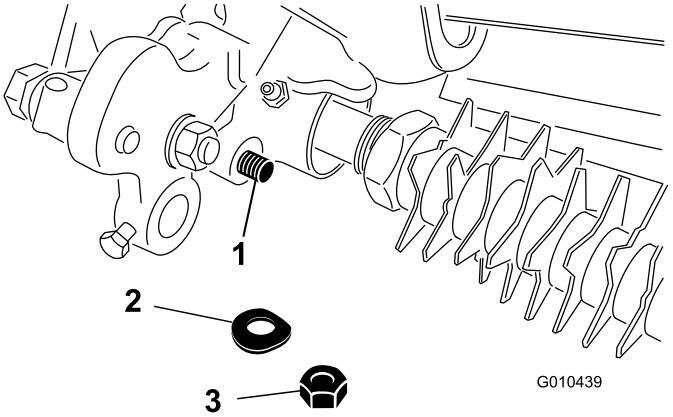

Figura 31
4. Rimuovete il dado di bloccaggio e la rondella elastica che fissano l'estremità dell'asta del gruppo del braccio dell'altezza di taglio al gruppo di rotazione del groomer (Figura 31).